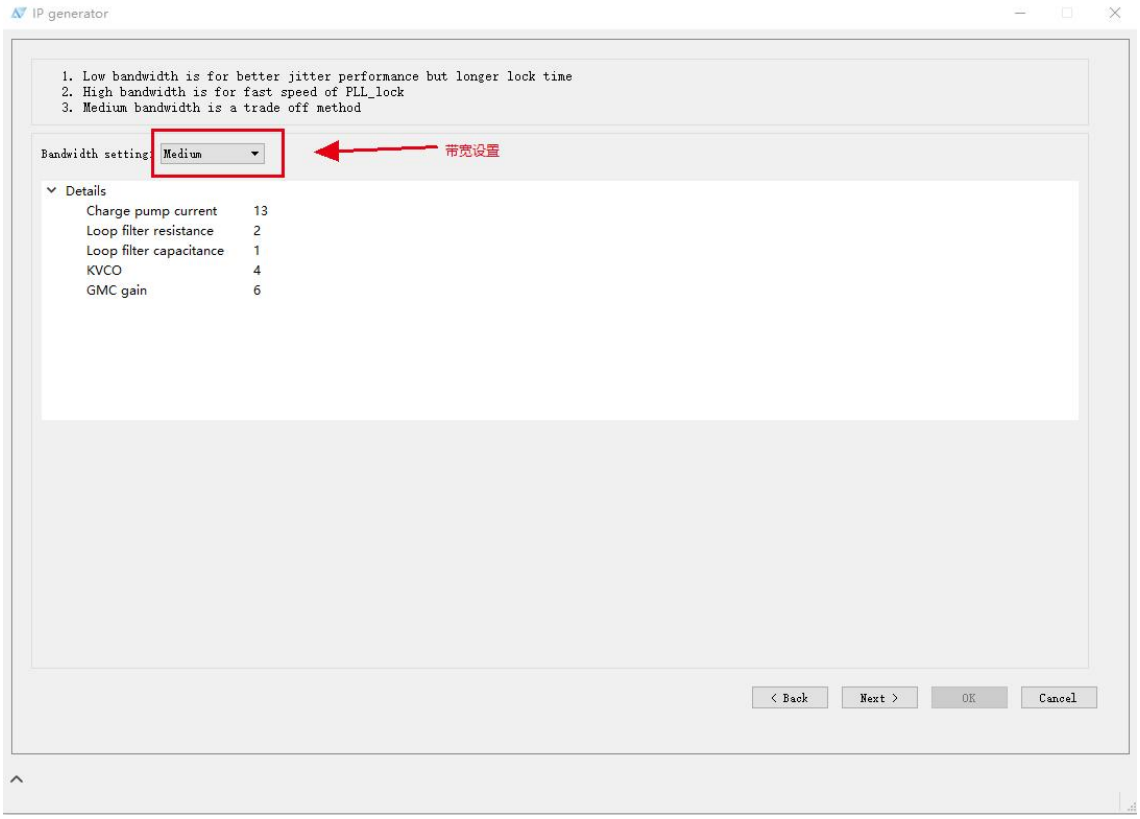

图 10 PLL 设置(b)
3. PLL 带宽选择，用户可根据需求选择需要带宽设置，建议使用默认选项，如图 10。